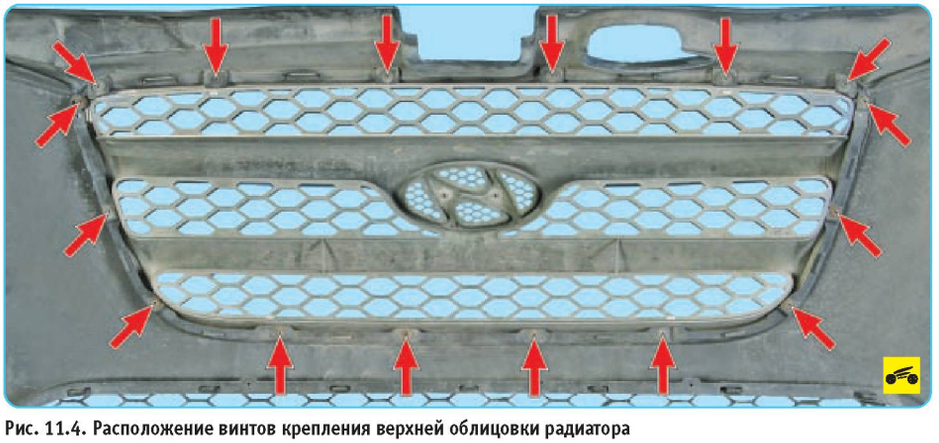

Рис. 11.4. Расположение винтов крепления верхней облицовки радиатора
16. Выверните винты (рис. 11.4) крепления верхней облицовки радиатора к бамперу и снимите облицовку.